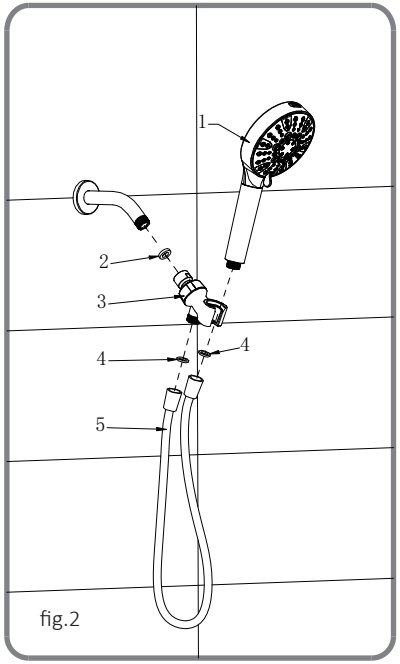

fig.2
4. Screw the shower arm mount onto the end of the shower pipe threads in a clockwise direction. Insert the rubber washers (4) into the both ends of the shower hose (5) connect with shower arm mount (3) and hand shower(1) Finally, place the hand shower into the bracket. (please refer fig.2)